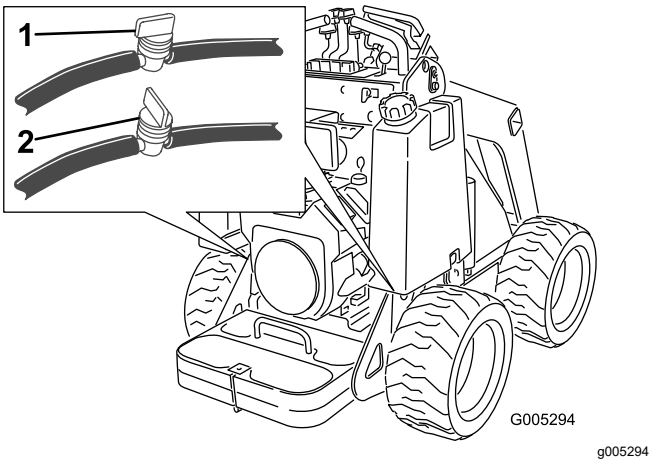

Rysunek 31
2. Zamknij zawór paliwa na dnie każdego zbiornika paliwa (Rysunek 31).
3. Zamknij zawór paliwa w przewodzie blisko dna zbiornika(ów) paliwa jak pokazano na Rysunek 31.
8. Otwórz zawór(ory) paliwa w przewodzie(ach) blisko dna zbiornika(ów) paliwa jak pokazano na Rysunek 31.